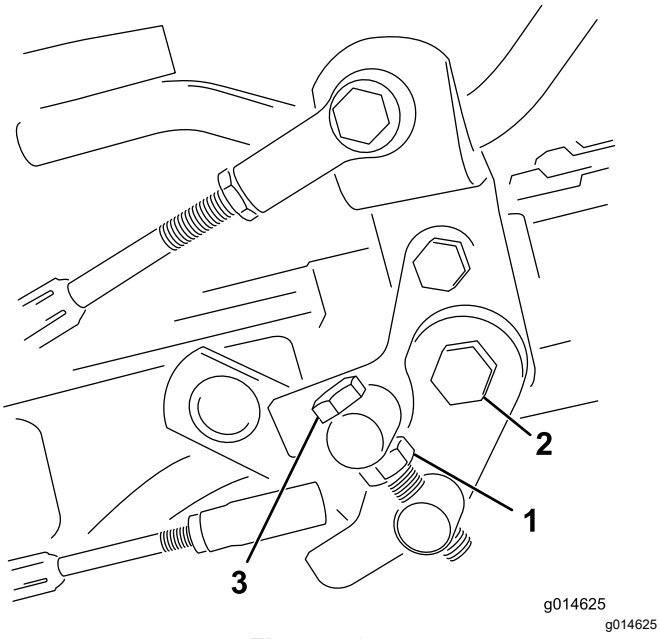

Figure 40
1. Desserrez l'écrou de blocage sur le boulon de tourillon (Figure 40).
4. Serrez l'écrou de blocage sur le boulon de tourillon et l'écrou sur le pivot de la pédale pour bloquer le réglage (Figure 40). Vérifiez le réglage et ajustez-le si nécessaire.